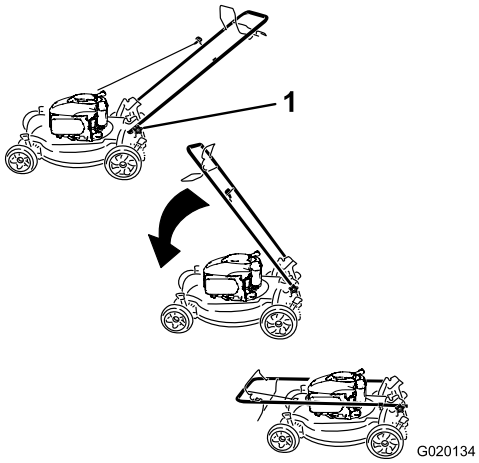

**Figuur 29**
1. Draai de knoppen van de handgreep los totdat u het bovenste deel van de handgreep vrij kunt bewegen (Figuur 29).
1. Handgreepknoppen (2)
2. Beweeg de handgreep naar voren zoals word getoond in Figuur 29.